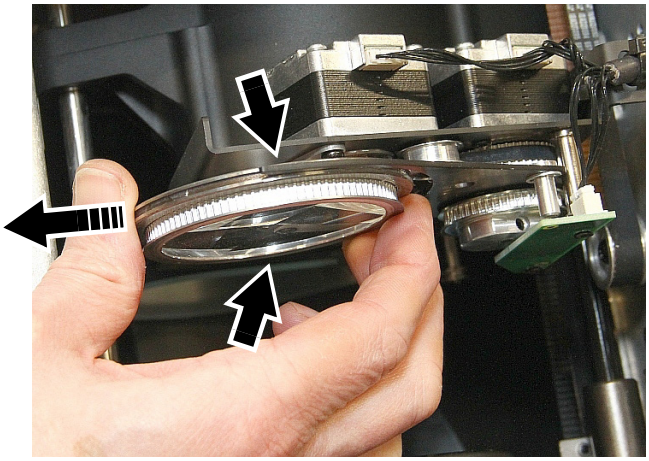

**Figure 24 : Dépose du prisme**
6. Voir Figure 24. Glissez le prisme hors des mâchoires (voir repère) qui le maintiennent. Stockez-le pour un usage ultérieur.